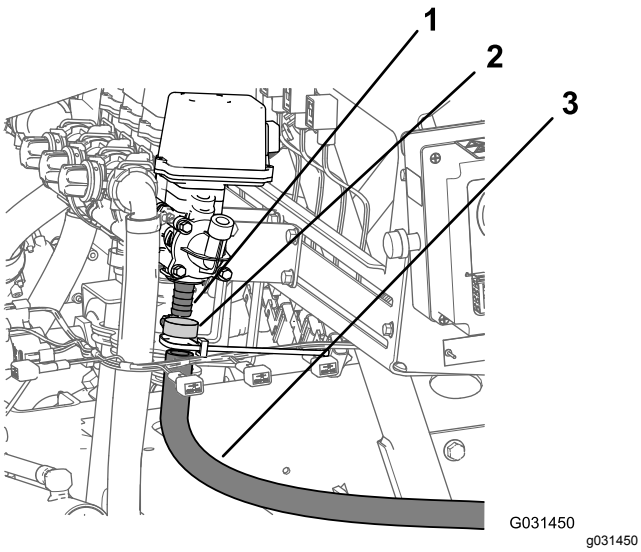

Figur 18
4. Fjern slangeklemmen, der fastgør indtagsslangen til slangetromlen til fittingen med modhager på trykreguleringsventilen (Figur 18).
5. Fjern indtagsslangen fra slangetromlens ventil (Figur 18).